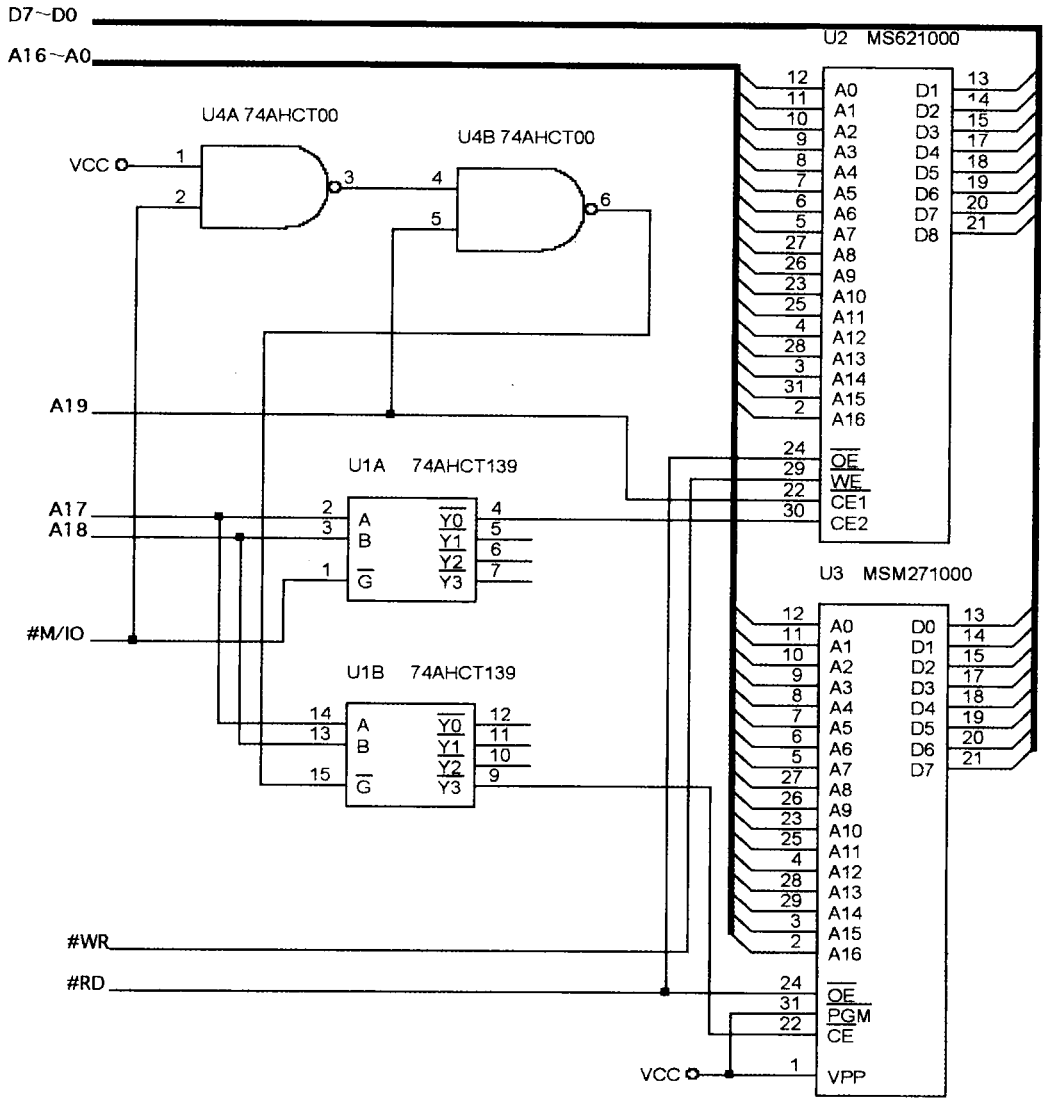

图10-17 用74HC139构成的一个采样存储系统
使用74LS139的更复杂的一种译码器如图10-17所示。这个电路用到了一个128K×8的EPROM（271000）和一个128K×8的SRAM（621000）。EPROM被译码到存储器E0000H～FFFFFH地址范围内，SRAM被译码到00000H～1FFFFH地址范围内。这是一个典型的小型嵌入式系统，EPROM定位到存储器空间的顶部，SRAM定位到存储器空间的底部。
幸运的是，我们不必像这种器件刚出现时那样选熔丝号数来编程，现在，是通过使用一个软件包，如 PALASM——PAL 汇编程序来编程 PAL。最近，用 **HDL（hardware description Language，硬件描述语言）**或 **VHDL（Verilog HDL）**进行 PLD 设计。VHDL 语言和它的语法现在已成为 PLD 器件编程的工业标准。例 10-5 给出了一个程序，对图 10-17 中译码过的同一存储器区进行译码。注意此程序使用一个文本编辑器来开发，如微软 DOS 7.1 XP 版本中的 EDIT，或 Windows 中的 NotePad。此程序还可用 PALASM 软件包或任何其他 PAL 汇编程序所用的编辑器来开发。各种编辑器都用来简化引脚定义工作，但我们相信使用 EDIT 更容易一些，如下所示。
-- 图10-17中译码器的VHDL代码